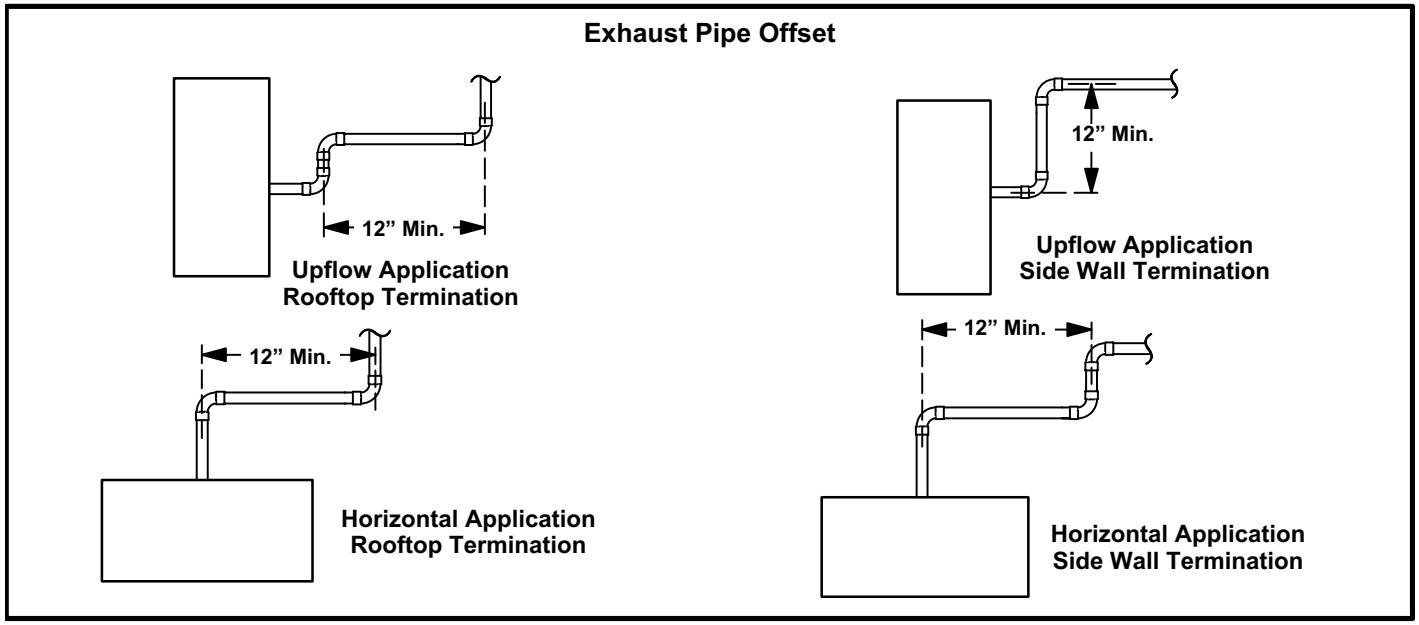

FIGURE 25
**NOTE - The exhaust pipe should be offset a minimum of 12 inches to avoid the possibility of water droplets being released from the exhaust termination. The minimum exhaust vent length is 15 ft. Shorter exhaust vent lengths may result in the discharge of water droplets from the exhaust termination, in spite of the 12-inch vertical offset. See figure 25.*